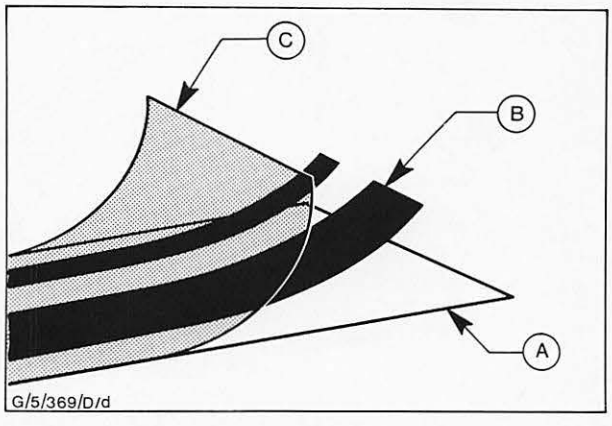

Abb. 1 Abziehen des Schutzpapiers vom Effektstreifen mit Montagestreifen
3. Schutzpapier sorgfältig abschnittsweise vom Streifen lösen, Abb. 1.